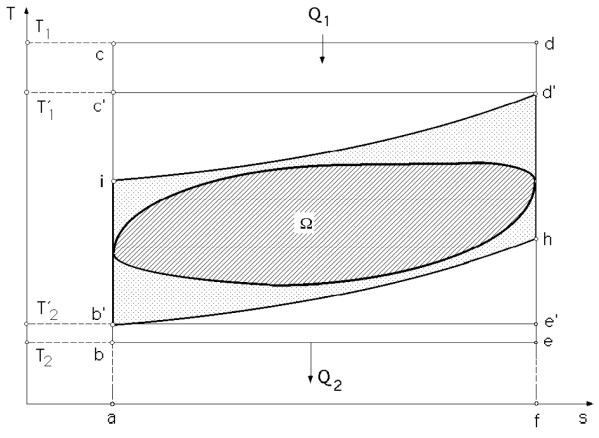

Fig VIII.1.
d) Si se puede obtener el diagrama indicado, aparecen nuevas pérdidas, que llamaremos "pérdidas debidas al ciclo real", como se muestra en la Fig VIII.1.